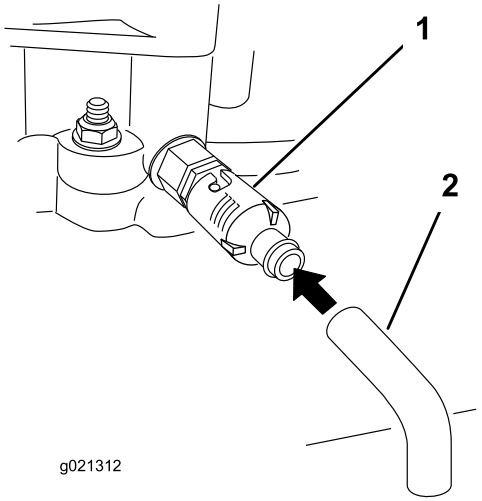

Figuur 24
5. Plaats een opvangbak onder de aftapslang. Draai aan de aftapplug om de olie in de bak te laten lopen (Figuur 24).
7. Verwijder de aftapslang (Figuur 24).